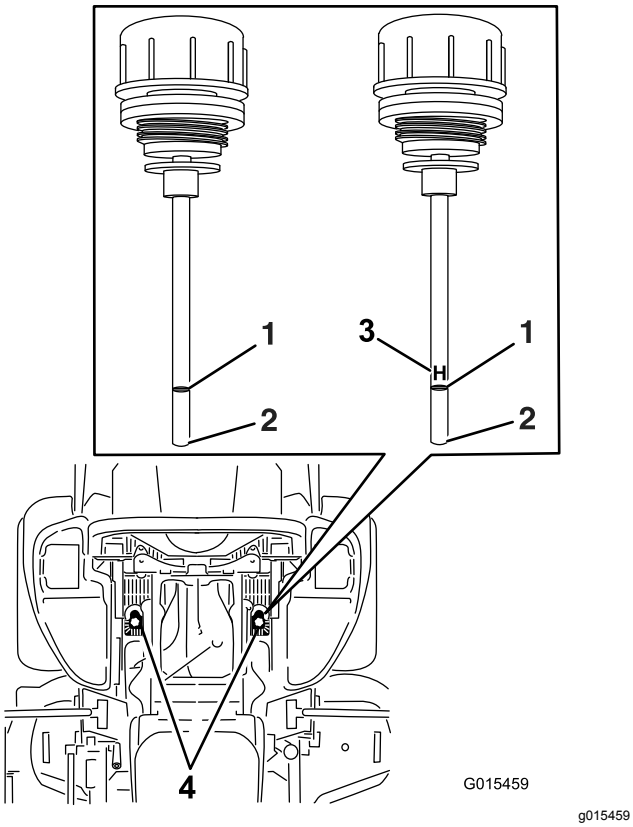

Figur 90
6. Rengør området omkring målepindene i hydrauliksystembeholderne (Figur 90).
7. Tag én målepind ud af hydraulikbeholderen (Figur 90).
9. Tag målepinden ud, og se på enden (Figur 90).